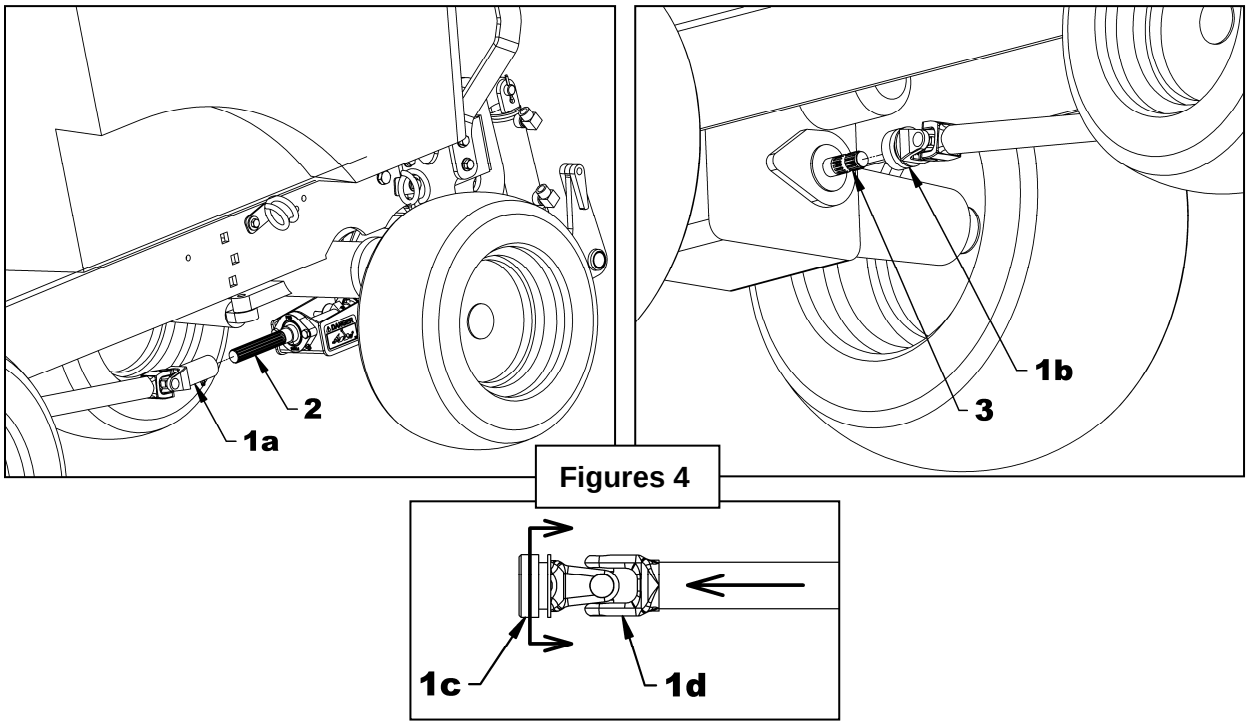

Figures 4
1. **Figure 4:** After completing the installation of the subframe on the tractor attach the longest yoke of the fixed driveline (item 1A) to the tractor's output shaft (item 2).
2. **Figure 4:** Disengage the locking collar (item 1) by pulling it back and push on the yoke (item 1d) to connect the driveline to the tractor PTO (item 3). Release the yoke and make sure the locking collar is back in its proper position. Pull and push on driveline to make sure it's securely locked.